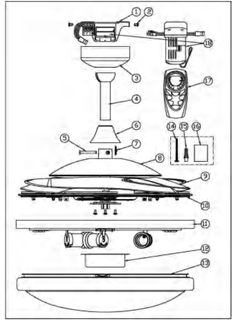

FIGURA 1
Extraiga el ventilador e identifique cuidadosamente las partes. Consulte la FIGURA 1
2). RETIRE EL DOSEL PARA CIELO RASO (NO. 3 = FIGURA 1) AFLOJANDO LOS DOS TORNILLOS CON RANURAS.
1) PASE LA VARILLA VERTICAL A TRAVÉS DEL DOSEL PARA CIELO RASO (NO. 3 = FIGURA 1) Y LA CUBIERTA PARA PERNO Y PASADOR (NO. 6 = FIGURA 1).
3) INSERTE LA VARILLA VERTICAL (NO. 4 = FIGURA 1) EN LA PARTE SUPERIOR DE LA UNIDAD (NO. 8 = FIGURA 1). ALINEE LOS ORIFICIOS DE LA UNIDAD CON LOS ORIFICIOS DE LA VARILLA VERTICAL E INSERTE EL PERNO (NO. 5 = FIGURA 1). LUEGO, INSERTE EL PASADOR (NO. 7 = FIGURA 1) EN EL EXTREMO DEL PERNO.
2) INSERTE EL RECEPTOR DEL CONTROL REMOTO EN EL SOPORTE DE MONTAJE (NO. 1 = FIGURA 1).
4) LUEGO, DESLICE EL DOSEL PARA CIELO RASO (NO. 3 = FIGURA 1) SOBRE EL SOPORTE DE MONTAJE UTILIZANDO LOS ORIFICIOS RANURADOS. ALINEE LOS OTROS 2 ORIFICIOS Y LUEGO COLOQUE LOS OTROS 2 TORNILLOS. AJUSTE LOS CUATRO TORNILLOS.